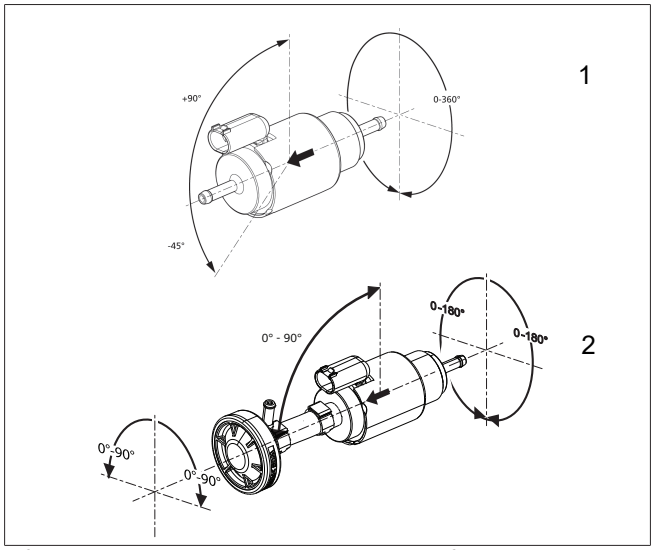

Afb. 13 Toegestane inbouwpositie brandstofpomp
- ▶ Zorgen voor correcte inbouwpositie (zie Afb. 13).